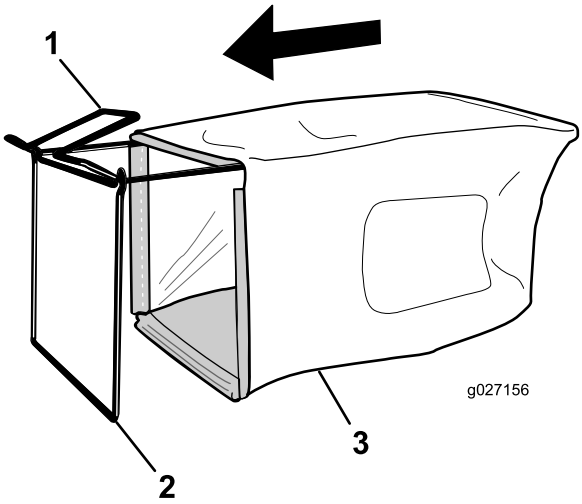

Figur 6
1. För gräsuppsamlaren över ramen i enlighet med Figur 6.
Obs: För inte uppsamlaren över handtaget (Figur 6).